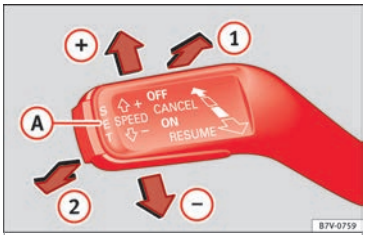

Bild 47 Till vänster om rattstången: Knappar och reglage för användning av farthållarsystemet
• Slå på farthållaren: flytta spaken till **ON** (1) »» **bild 47**. Systemet slås på men det kontrollerar inte hastigheten eftersom ingen hastighet har programmerats in.
• Aktivering av farthållaren: tryck på **SET** (A) »» **bild 47**-knappen. Den memorerar och bibehåller den aktuella hastigheten.
• Stänga av farthållarsystemet tillfälligt: flytta spaken till **CANCEL** (2) »» **bild 47** och släpp den eller tryck ner broms- eller kopplingspedalen. Farthållarsystemet stängs av tillfälligt.
• Omaktivera farthållaren: flytta spaken till **RESUME** (1) »» **bild 47** och släpp den. Den memoriserade hastigheten sparas och kontrolleras igen.
• Stänga av farthållaren: flytta spaken till läge **OFF** (2) »» **bild 47**. Systemet kopplas från och den memorerade hastigheten raderas.